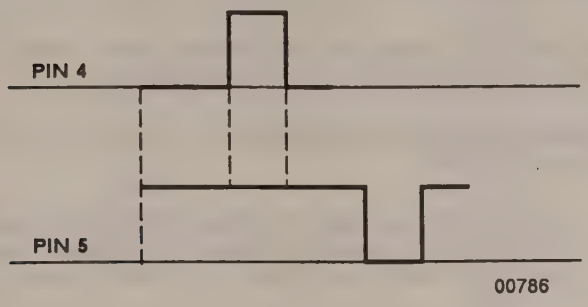

Figure 3.43. Amplifier Z2 Input
3. Check Z2 input at pins 5 and 4; it should look like Figure 3.43.